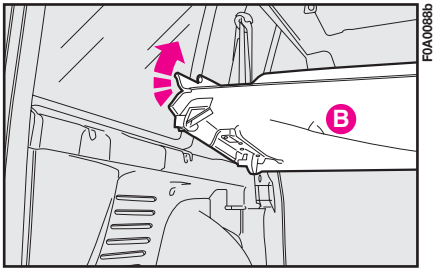

fig. 126
4) Soulever la partie **B-fig. 126** en faisant coulisser la tablette le long de l'espace disponible derrière le siège de sorte qu'il reste accroché au support de la plage AR, dans la partie supérieure et au siège, dans la partie inférieure centrale.